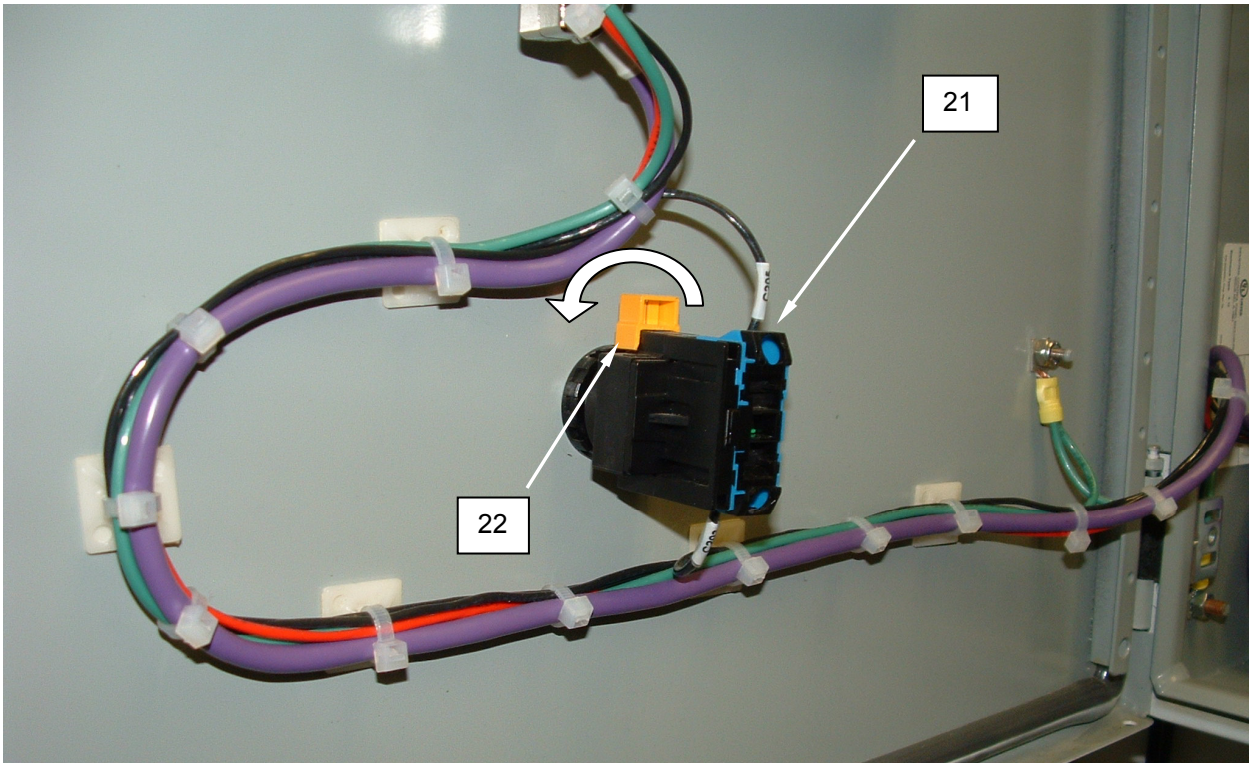

Figure 15. Replace the Emergency Stop.
3. Tag and disconnect wiring from switch **(Figure 15, Item 21)**.
4. Rotate switch retainer **(Figure 15, Item 22)** to the left and remove switch **(Figure 15, Item 21)**.
5. Install replacement switch **(Figure 15, Item 21)**, and secure with retainer by sliding it slightly to the right **(Figure 15, Item 22)**.